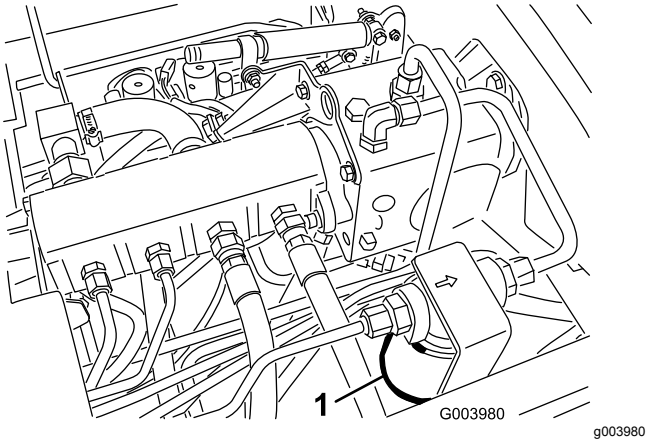
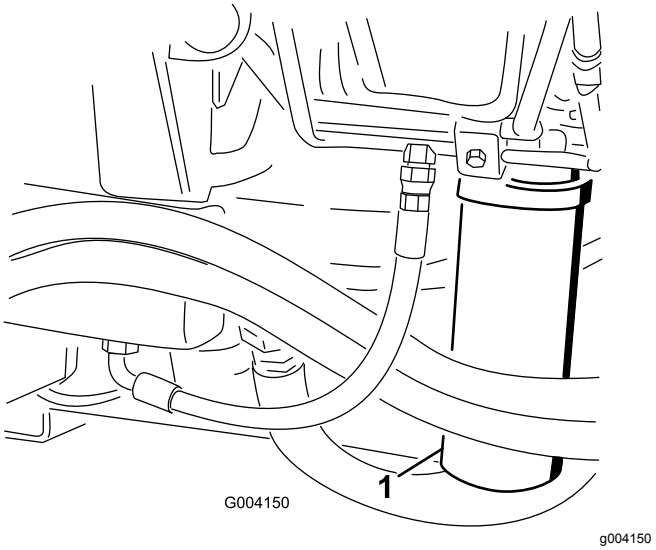

Figur 70
Figur 71
2. Rengör området där filtret ska monteras och sätt ett avtappningskärl under filtret i (Figur 70) och (Figur 71).